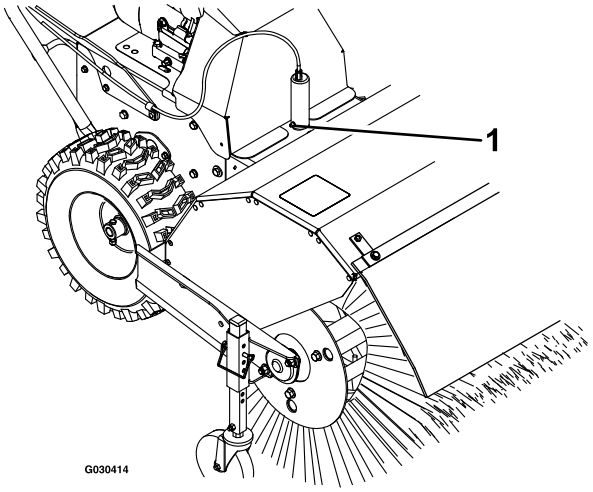

Rysunek 20
1. Nasmaruj mocowanie bolca blokady kąta szczotki smarem litowym nr 2 (Rysunek 20).